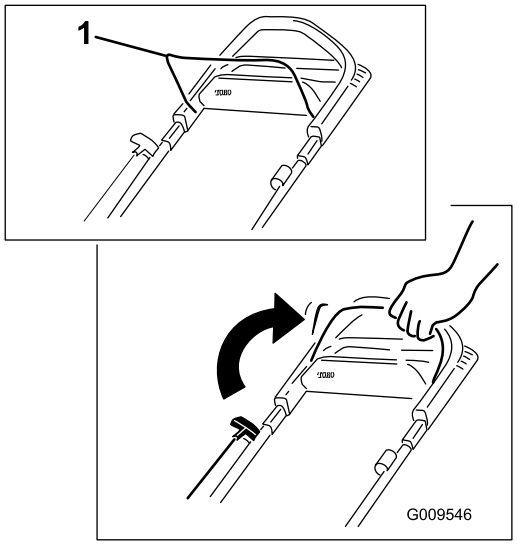

Figure 18
1. Maintenez la barre de commande de la lame contre le guidon (Figure 18).